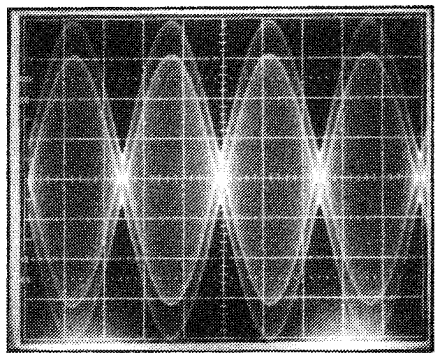

Fig. 4-2: PILOT PHASE TEST
c) Pilot Phase: Set the oscillator frequency to approximately 1kHz, and adjust its level so that the 8182A VU meter reads "+3" in the L FILTER OUT position. Turn the PILOT switch ON, and set the 8182A/SG's TEST SWITCH to SUB-TO-MAIN CROSSTALK. You should see a pattern similar to Fig. 4-2. If the pilot phase is correct, the "tips" on this waveform will be perfectly horizontal.